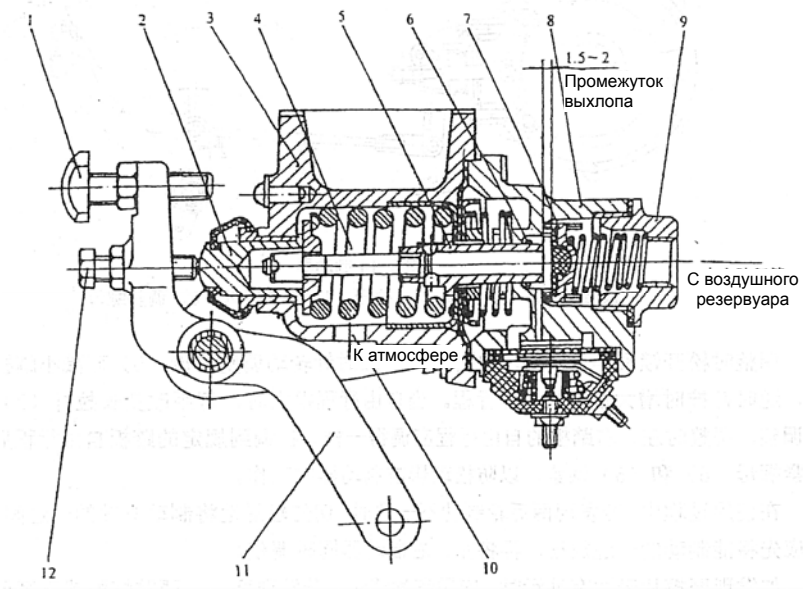

Рис. 3-15. Тормозной клапан
2. Регулировка давления в тормозной системе: при нажатии на педаль тормоза до упора, давление в тормозной камере должно составлять 0,44-0,49 МПа, при регулировке присоедините маномер к трубопроводу тормозной камеры, как показано на рис. 3-15, поверните регулировочный винт (12) до соприкосновения с толкателем 2 , затем нажмите на педаль тормоза до упора, если показание манометра ниже 0,11 МПа, завинтите регулировочный винт 12, если показание манометра выше 0,49 МПа, вывинтите регулировочный винт, после доведения давления до 0,44-0,49 МПа затяните гайку.